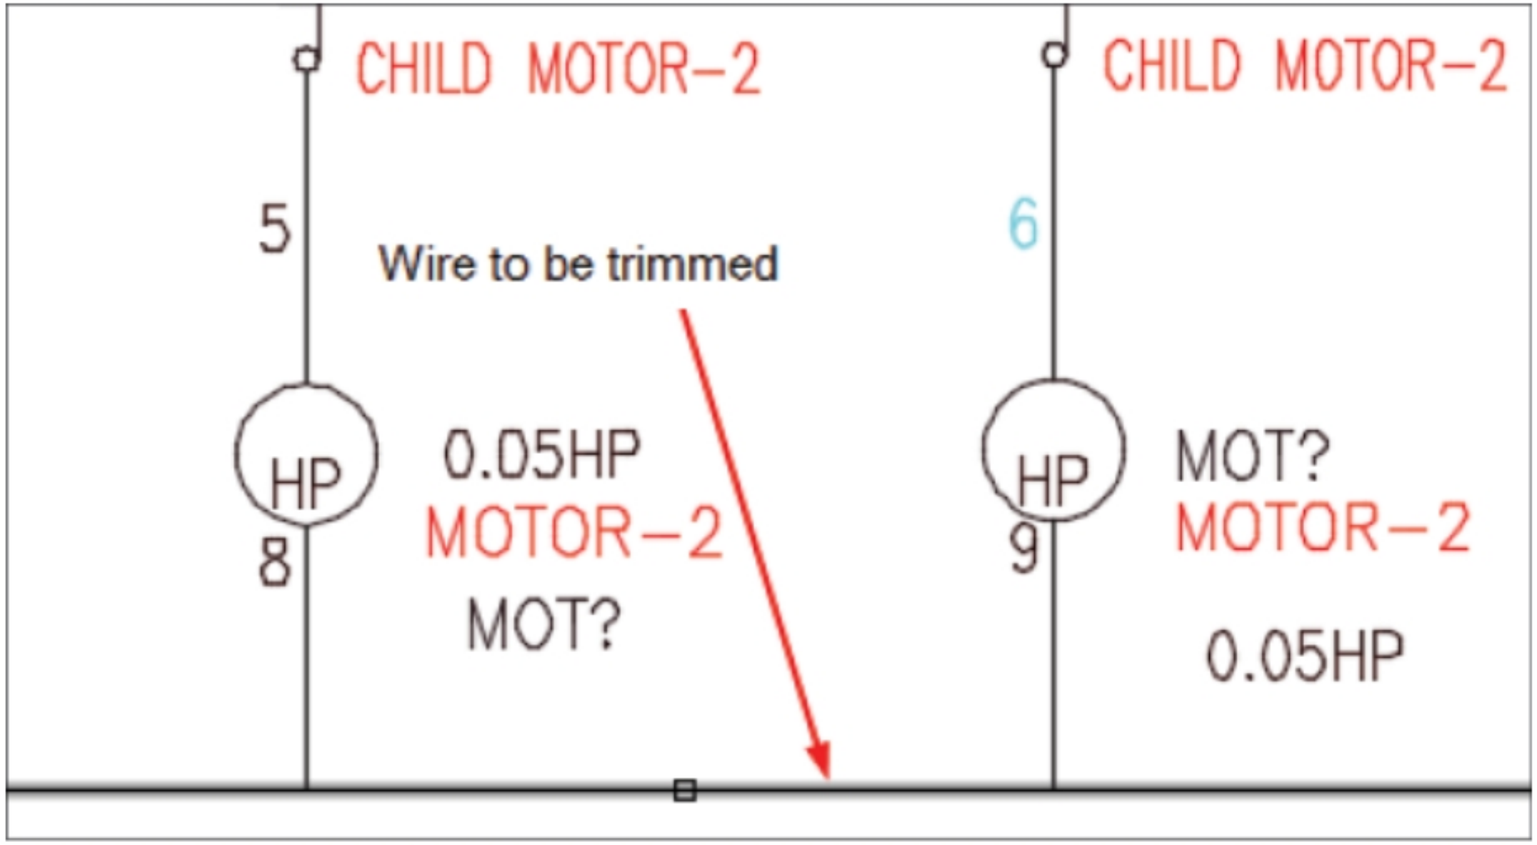

Figure-69. Wire to be trimmed
- Select the wire that you want to be trimmed; refer to Figure-69.